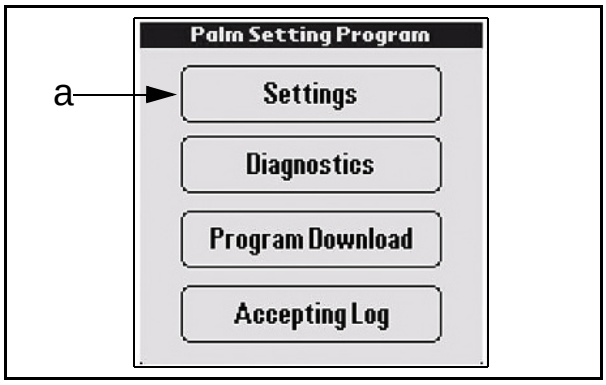

Figure 7-3 Settings Menu Selection
2. Select the [Settings] Screen Button on the **Palm Setting Program** main Menu Screen (See Figure 7-3 a).